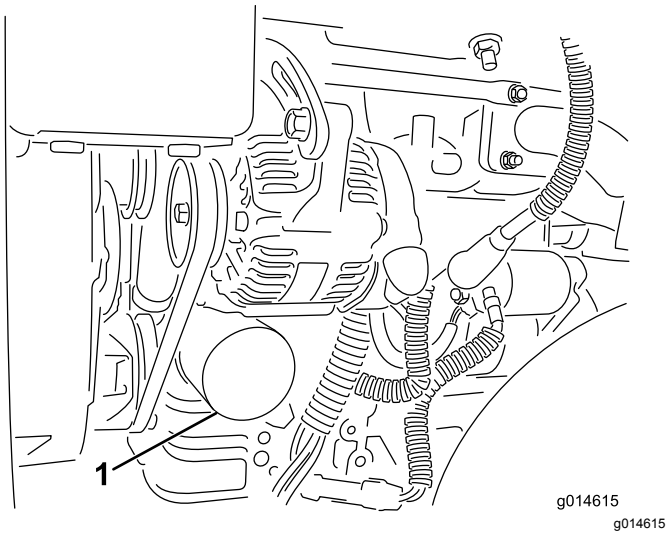

Figuur 47
2. Verwijder het oliefilter (Figuur 47). Smeer een dun laagje schone olie op de pakking van het filter.